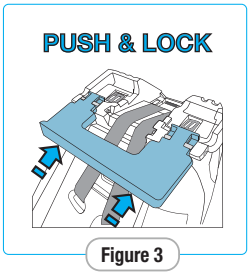

Figure 3
**Step 3:** Push and Lock Recline Foot into the intended position inside the base (see Figure 3 & 4).